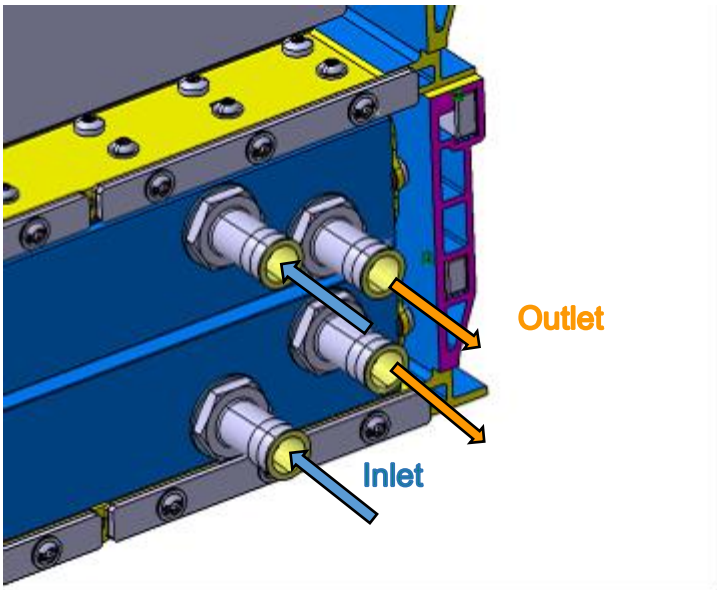

Figure 15: Connectors of the the CV Standard Battery
The CV Standard Battery has **four (4) hose connectors** like shown in Figure 15. Two (2) of them are for the coolant inlet and the other two are for the coolant outlet.